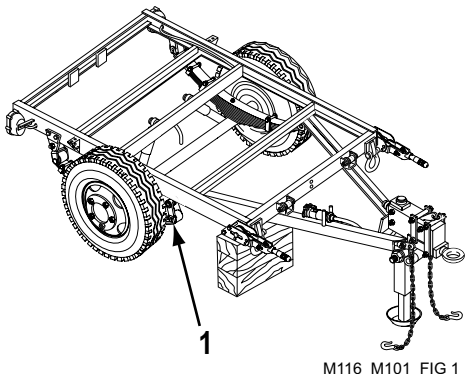

Figure 1. Trailer Support.
1. Place lifting device under vehicle on side where front spring hanger (Figure 1, Item 1) is being removed. Use lifting device to raise trailer. Place suitable support under front corner of vehicle.